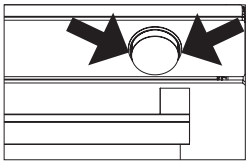
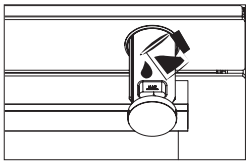
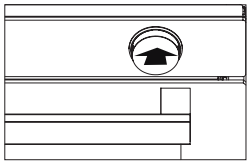
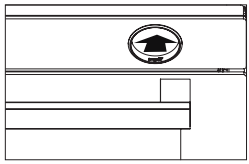

Figura 17
Figura 18
Figura 19
Figura 20
1. Remover o recipiente da água puxando o mesmo nos pontos indicados pela seta. Encher o recipiente da água (consultar a figura 17) e deslizar o mesmo na direção da seta para a posição de início para o colocar na posição (ver figura 18), (ver figura 19). Depois de 10 minutos de pré-aquecimento, deslizar o recipiente da máquina na direção da seta até ouvir um "clique" (ver figura 20).